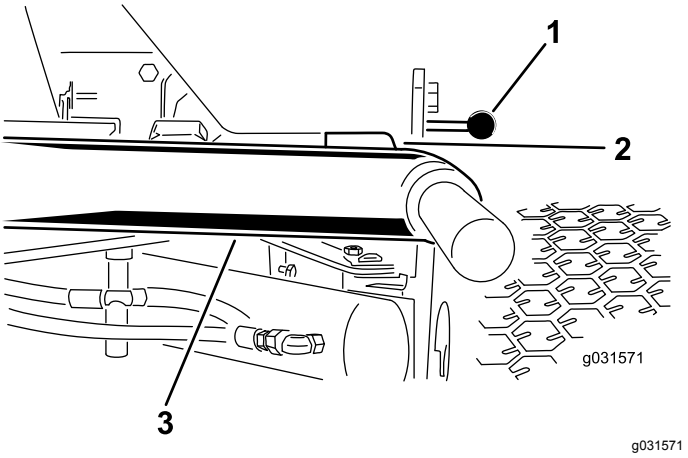

Figura 10
1. Avviate il motore, sollevate gli apparati di taglio e assicuratevi che la distanza tra ciascun braccio di sollevamento e la staffa della piastra di appoggio sia pari a 5–8 mm, come illustrato nella Figura 10.